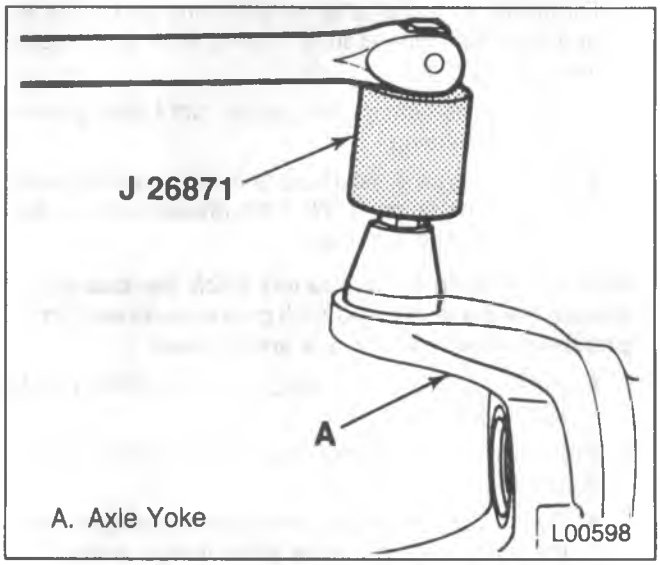
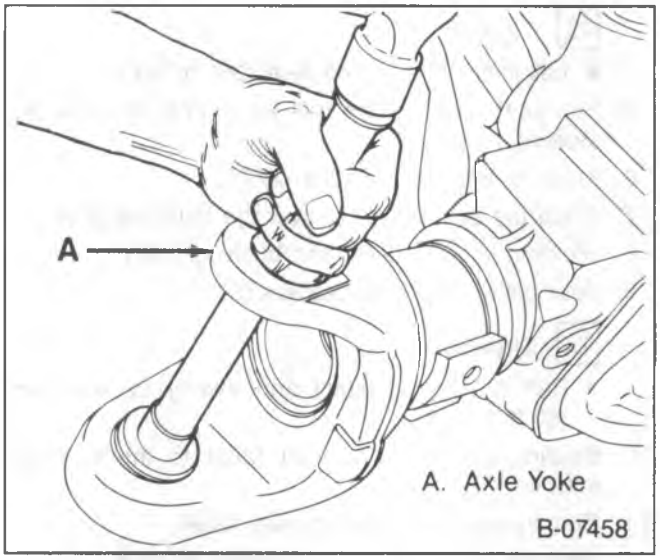

Figure 57 – Removing the Upper Ball Joint
Figure 58 – Removing the Retainer, Race, Bearing and Seal
9. Upper ball joint bushing (287).
- Pull it out through the steering knuckle (274).
10. Steering knuckle (274) from the axle yoke.
11. Retainer (301).
12. Upper ball joint (279) from the axle yoke.
- Use a large breaker bar and J 26871 (figure 57).
13. Retainer (281), race (282), bearing (283) and the seal (284) from the axle yoke.
- Punch all the components out at once (figure 58).